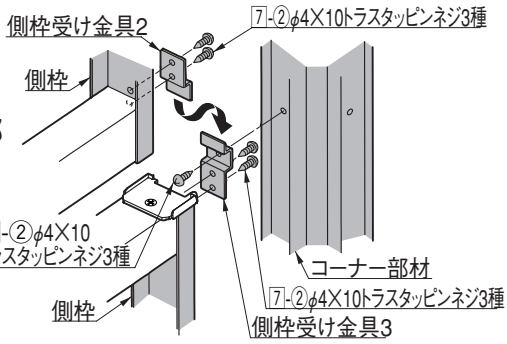
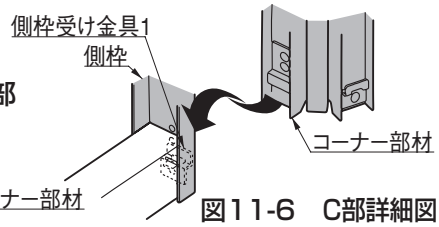

図11-5　B部詳細図
図11-6　C部詳細図
❷上段パネルに側枠受け金具2、側枠受け金具3を7-②で取付けてください。(図11-4、図11-5 参照)
❸下段のユニットパネルに側枠受け金具を7-②で取付けてください。(図11-5参照)
❹下段のユニットパネルにコーナー部材をのせて、ユニットパネルとコーナー部材を7-②連結してください。(図11-5,図11-6参照)
❺上段パネルを下段パネルにのせて、コーナー部材に7-②で固定してください。(図11-4,図11-5参照)